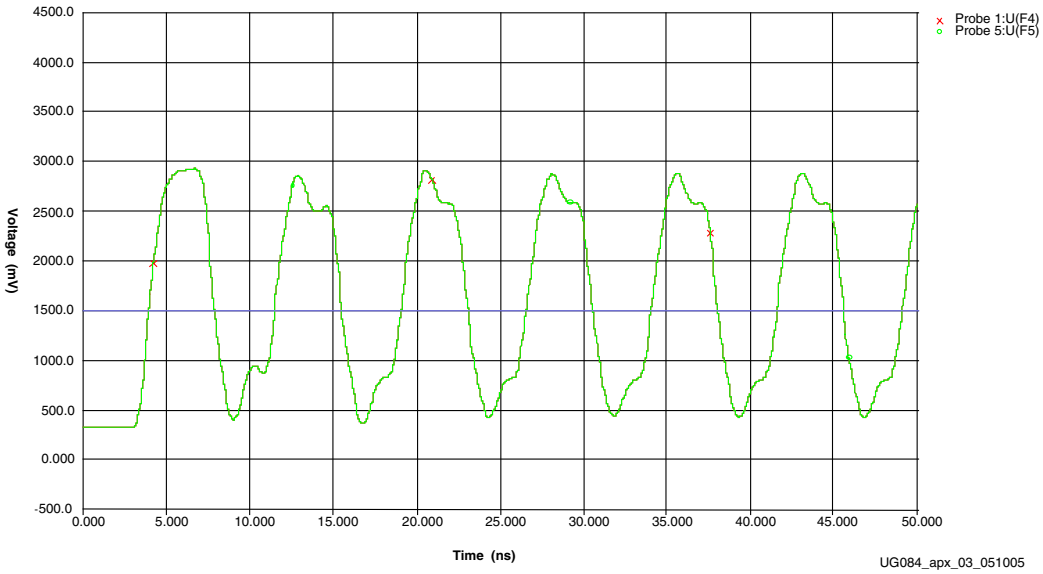

Figure A-3: **Both Jumpers in Place (R2 and R242)**
- Figure A-3, Both Jumpers in Place (R2 and R242)
In Figure A-3, the waveform shows either destination pin U10.C13 or U10.D2.